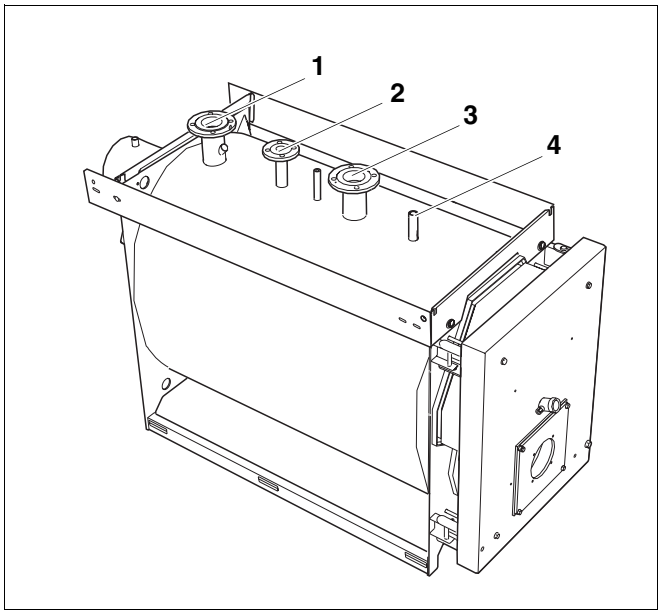

Rys. 18 Kocioł grzewczy Logano S635
- Przyłączyć przewód zasilania instalacji grzewczej do przewidzianego w tym celu przyłącza na kotle grzewczym (rys. 18, **poz. 1**).
w wyniku podłączenia niewłaściwych komponentów do układu zasilania obiegu bezpieczeństwa (rys. 18).
- Do układu zasilania obiegu bezpieczeństwa nie wolno podłączać zasobnikowych podgrzewaczy wody lub innego obiegu grzewczego (rys. 18).
- Zamontować zawór bezpieczeństwa na przyłączu zasilania obiegu bezpieczeństwa (VSL) – (rys. 18, **poz. 2**) przy pomocy 4 śrub.
- Przyłączyć armaturę do przewidzianego w tym celu przyłącza (rys. 18, **poz. 4**). Przed wykonaniem zapoznać się z osobną instrukcją montażu.